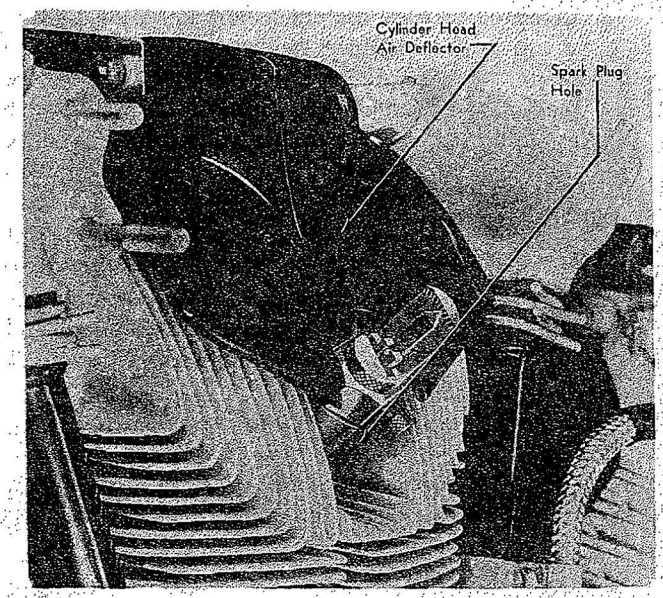

Figure 248—Top Center Indicator
a. Check the valve timing by installing a top center indicator in the front spark plug hole of No. 1 cylinder. Refer to Figure 248. Mount timing disk (Tool No. 83517) with adapter (Tool No. 800947) on engines equipped with detachable starter dog of 12 teeth and the same timing disk with adapter (Tool No. 83533)